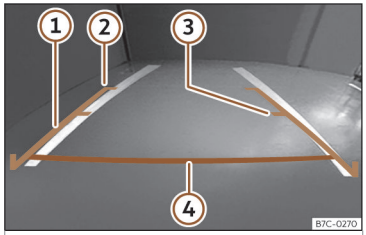

Fig. 186 Pantalla del sistema de infotainment: líneas de orientación.
- **La carga del vehículo modifica la representación de las líneas de orientación** ››› **fig. 186. La anchura que las mismas representan, disminuye con el nivel de carga. Ponga atención al entorno cuando el interior o el maletero están cargados.**
Significado de las líneas de orientación ››› fig. 186